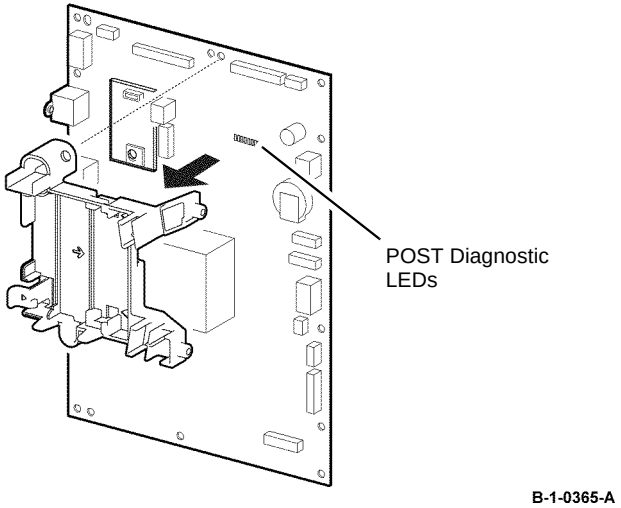

Figure 1 POST Diagnostic LEDs
2. To view the LEDs, remove the option HDD, PL 18.1A Item 91 (B400) or PL 18.1B Item 91 (B405), and HDD bracket, PL 18.1A Item 4 (B400) or PL 18.1B Item 4 (B405) if fitted, Figure 1.